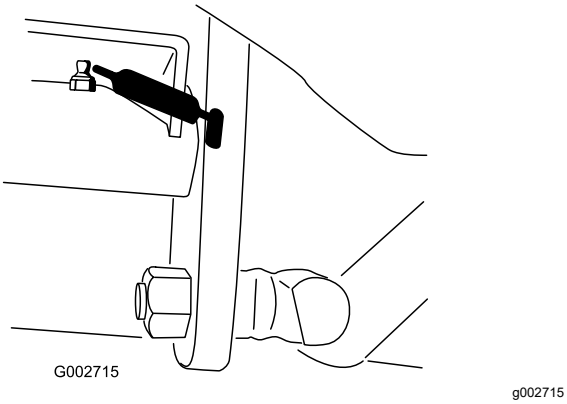

**Figur 20**
- 1 Tapleje til traktionspedal (Figur 20).